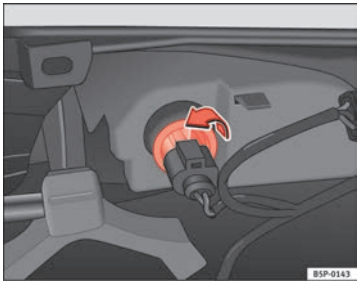

Fig. 200 Lamp on interior side of bumper
– Rotate the bulb holder to the left, and remove it in the direction of the arrow ⇒ Fig. 200.